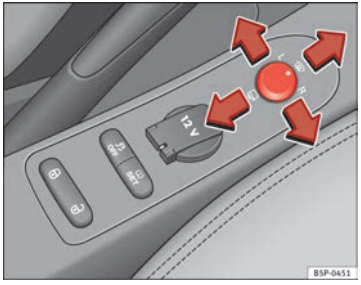

Fig. 91 Controls of exterior mirrors
1. Turn knob ⇒ fig. 91 to position **L** (**left exterior mirror**).
– Turn the control ⇒ fig. 91 to position to fold in the exterior mirrors. You should always fold in the exterior mirrors if you are driving through an automatic car wash. This will help prevent damage.